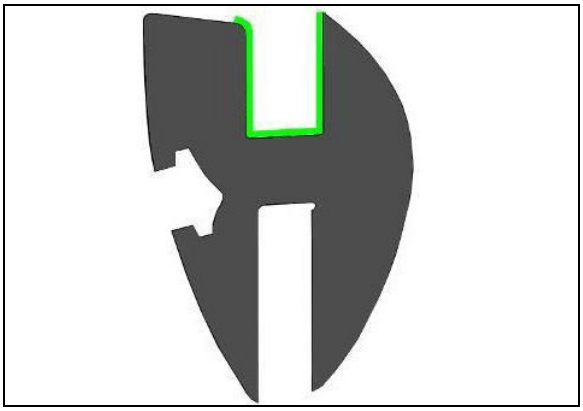
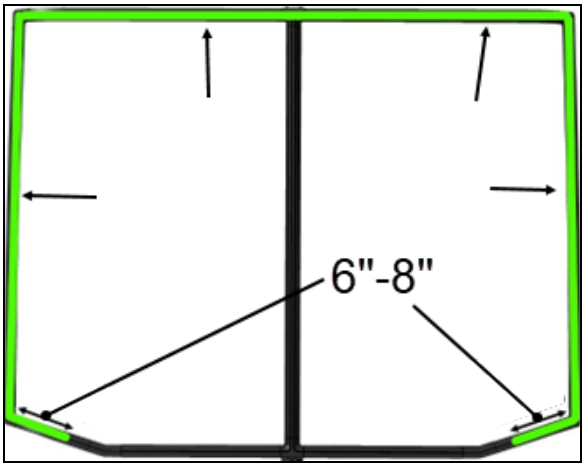

FIGURE 54
FIGURE 55
2. Clean the rubber extrusion groove (Figure 54) that will be in contact with the front fiber panel on the 3 sides and on a length of 8" at the bottom, both sides (Figure 55).
3. Apply a 1/8" (3 mm) bead of black Simson 70-03 sealant at the bottom of the groove (Figure 56) that will be in contact with the front fiber panel on the 3 sides and on a length of 8" at the bottom, both sides (Figure 55).